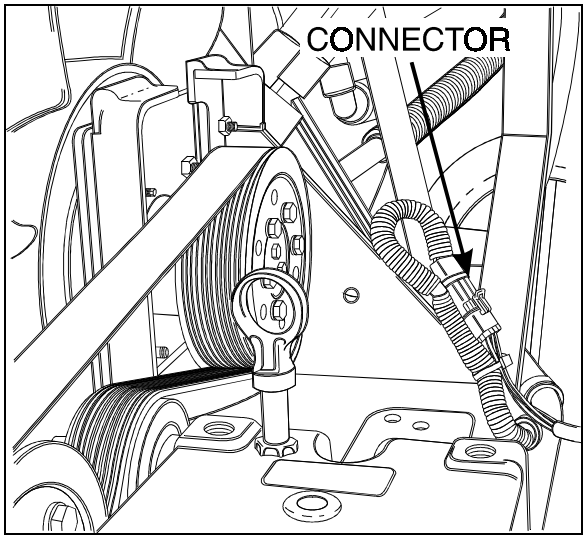

FIGURE 15: ENGINE COMPARTMENT 01069
10. Disconnect the electric fan-clutch connector, close to the water pump (Fig. 15).